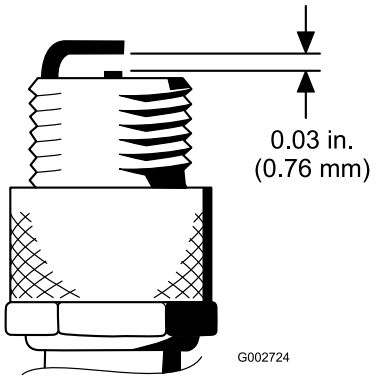

Figur 43
4. Kontrollera att mellanrummet mellan mitt- och sidoelektroderna är 0,76 mm (Figur 43).